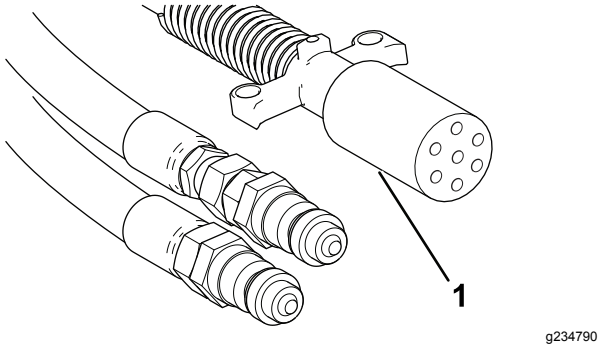

Figur 21
8. Koble den kveilede strømkabelen med syv pinner til kontakten på maskinen og tauekjøretøyet (Figur 21).